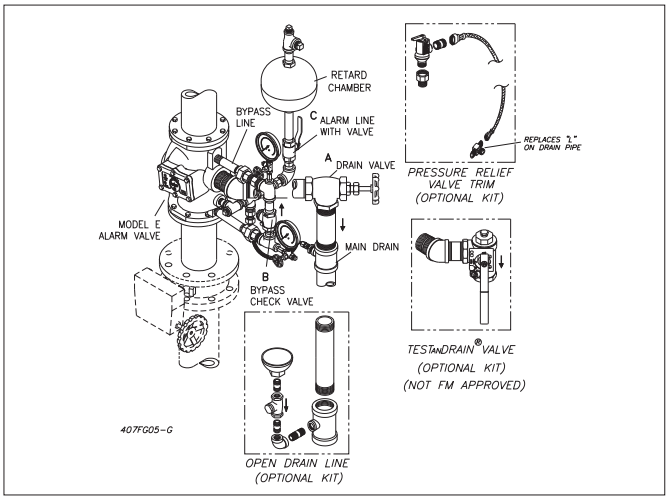
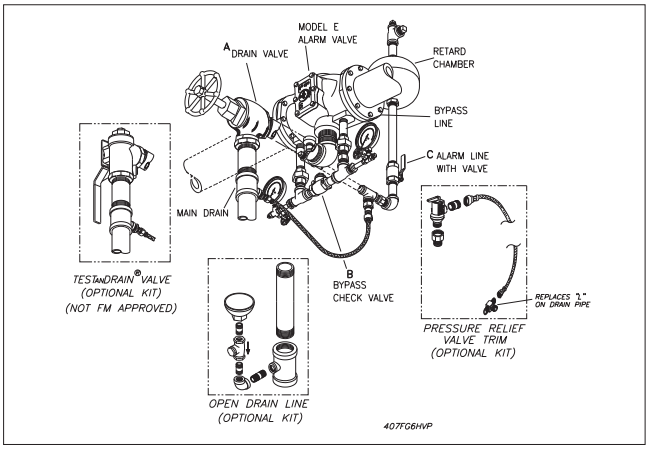

Fig. 3
Figure 4
a. The By-Pass connection with Check Valve (Figure 3 & 4) allows pressure surges from the supply to by-pass the Alarm Valve Clapper. An excess system pressure is thus created which steadies the Clapper. Should a heavy surge unseat the Clapper and permit water to flow into the alarm line, the Retard Chamber then comes into action.
The E3 trim sets for the Reliable Model E Alarm Valve (Figs. 3 & 4) are arranged for rapid, easy and compact attachment, and serve as connection points to Reliable alarm and other devices. They also act as a means for testing the system to operate. The Model E alarm valves are available in two trims and may be installed in the vertical or horizontal position in the main supply to the wet pipe system:
Optional Drain Line Kit required (see Figs. 3 & 4).
- The trim set permits both vertical (Fig. 3) and horizontal (Fig. 4) installations.
- A TestanDrain® valve segment is optional, to be purchased separately, as a replacement to the Drain valve (see optional Kit in Figs. 3 & 4).
- All trim sets can be fitted with an optional Pressure Relief Trim Kit (see optional kit in Figs. 3 & 4) to relieve pressures above 175 psi in the sprinkler system, as required by NFPA 13, 3-1.2.